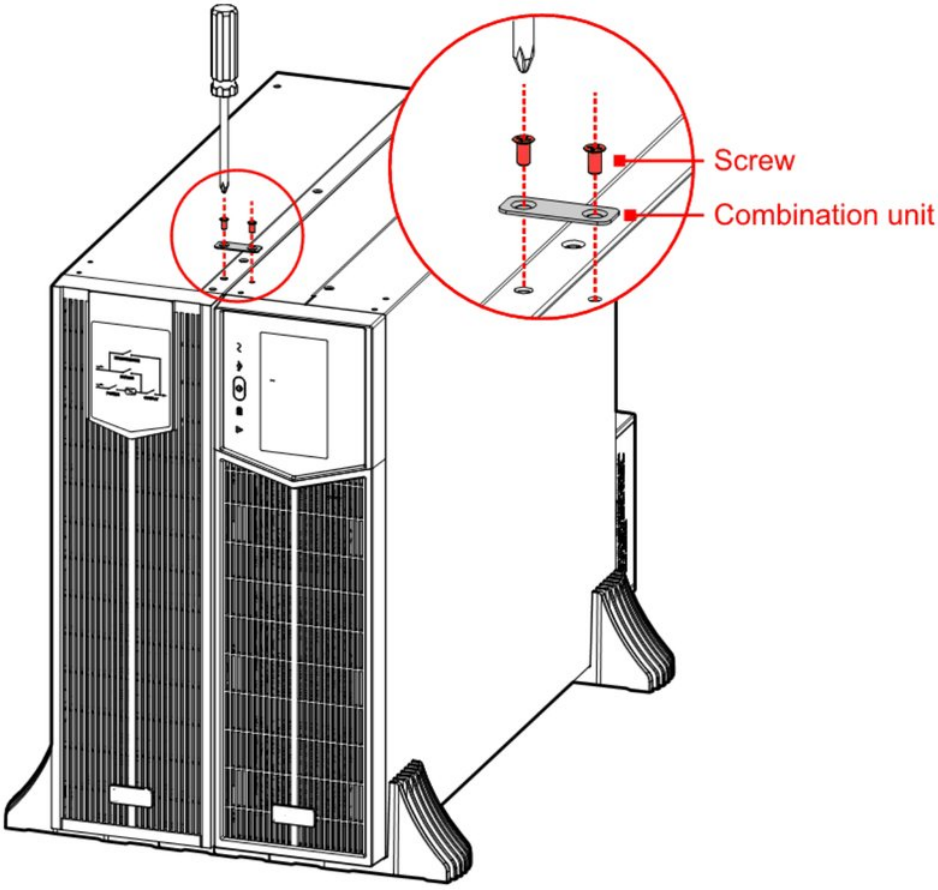

FIGURE 3-6 Fitting the joining brackets
3. Fix the joining brackets with their screws on top of the UPS and the distribution module, as shown in Figure 3-6.